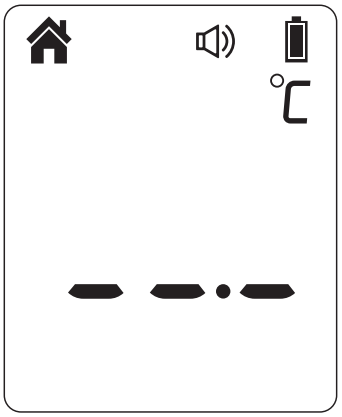

Abbildung 6
1. Drücken Sie die *Testtaste*, um das Thermometer einzuschalten. Sie können die Objekttemperatur messen, nachdem Sie in den Messmodus gewechselt sind (siehe Abbildung 6).